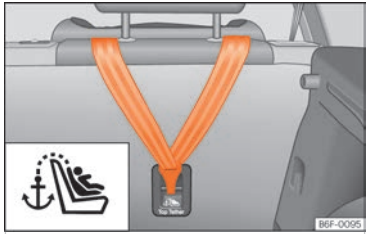

Fig. 38 Rear part of the rear seats: securing rings for the Top Tether belt.
Child seats with a Top Tether system are fitted with an additional belt for fastening to an anchor point in the vehicle. This anchor point is located on the rear of the rear seat backrest (identified with the symbol ⚓) and provides better retention ››› Fig. 38.
- Slide the belt and secure it properly with the anchor on the rear seat backrest ››› Fig. 38.